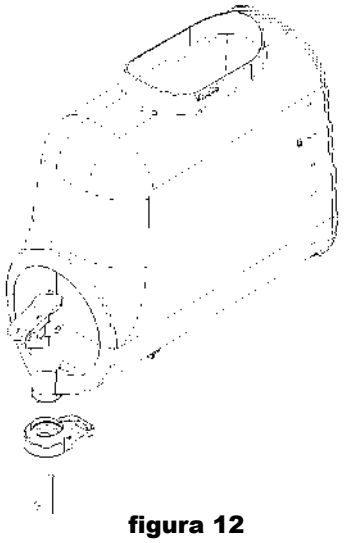

figura 12
- sacar del recipiente el restrictor de flujo (ver figura 12)
7 Sacar del recipiente el restrictor de flujo (ver figura 12).
5 Sacar del recipiente el restrictor de flujo (ver figura 12).